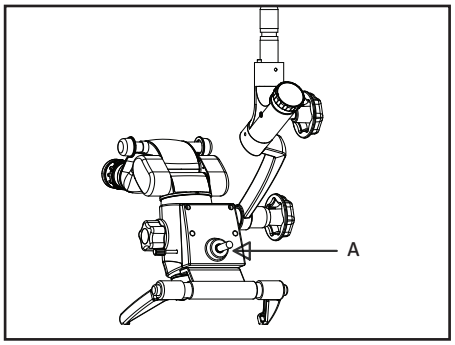

Fig 5
C. Insert the light guide into the receptacle in the microscope until it clicks into position as shown in A in Fig. 5.